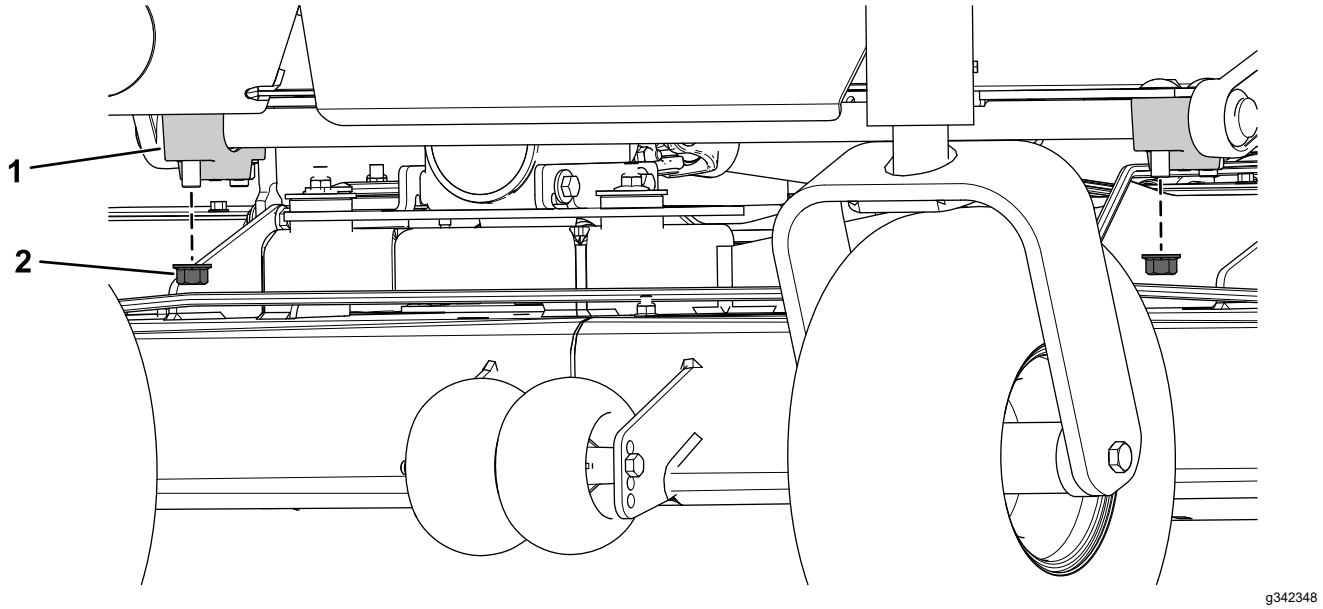

Figur 21
8. Ta bort de två låsmuttrarna (½ tum) från de främre tvärgående axelstöden (Figur 21).